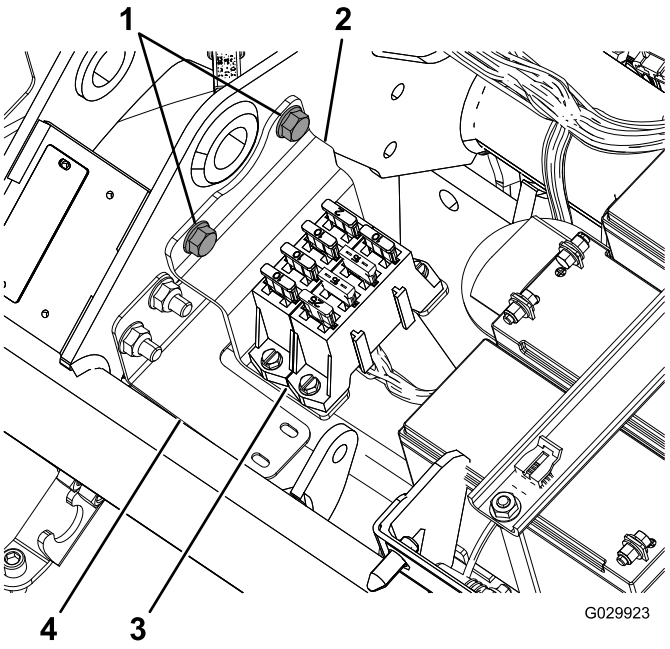

Figura 2
8. Rimuovete la staffa di montaggio che fissa il portafusibili sotto il sedile (Figura 2).
Nota: Seguite il profilo della staffa del cablaggio; fate riferimento alla Figura 2.